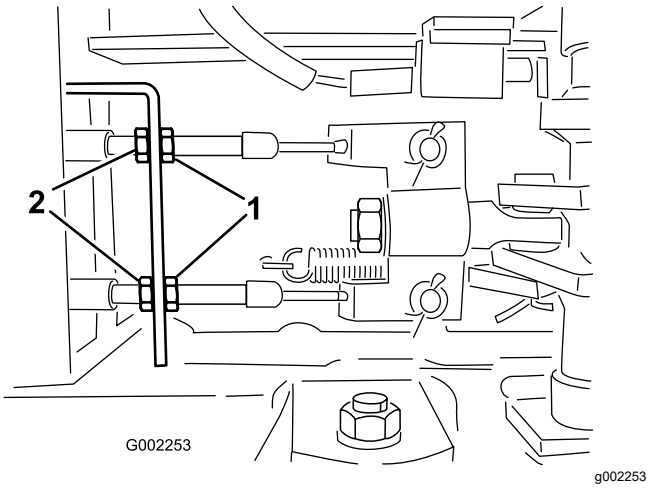

Figur 100
5. Lossa de främre kontramuttrarna på bromskablarna under gräspridarens framdel (Figur 100).
6. Dra åt de bakre kontramuttrarna lika mycket tills bromspedalen rör sig 1–2 cm innan du känner något motstånd (Figur 100).